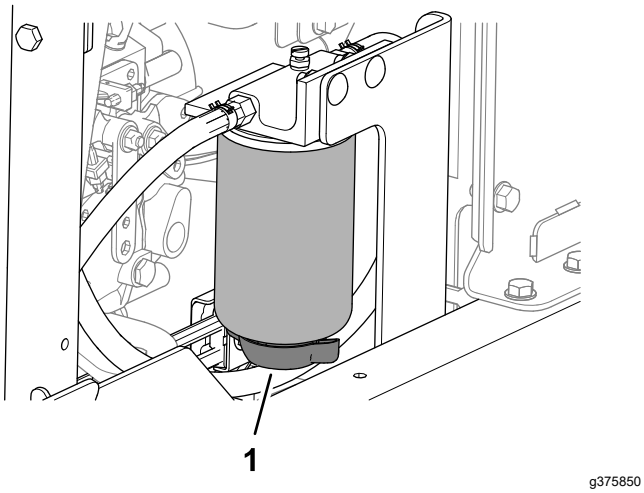

**Figuur 83**
3. Zet een opvangbak onder de aftapklep van de brandstof/waterafscheider (Figuur 83).